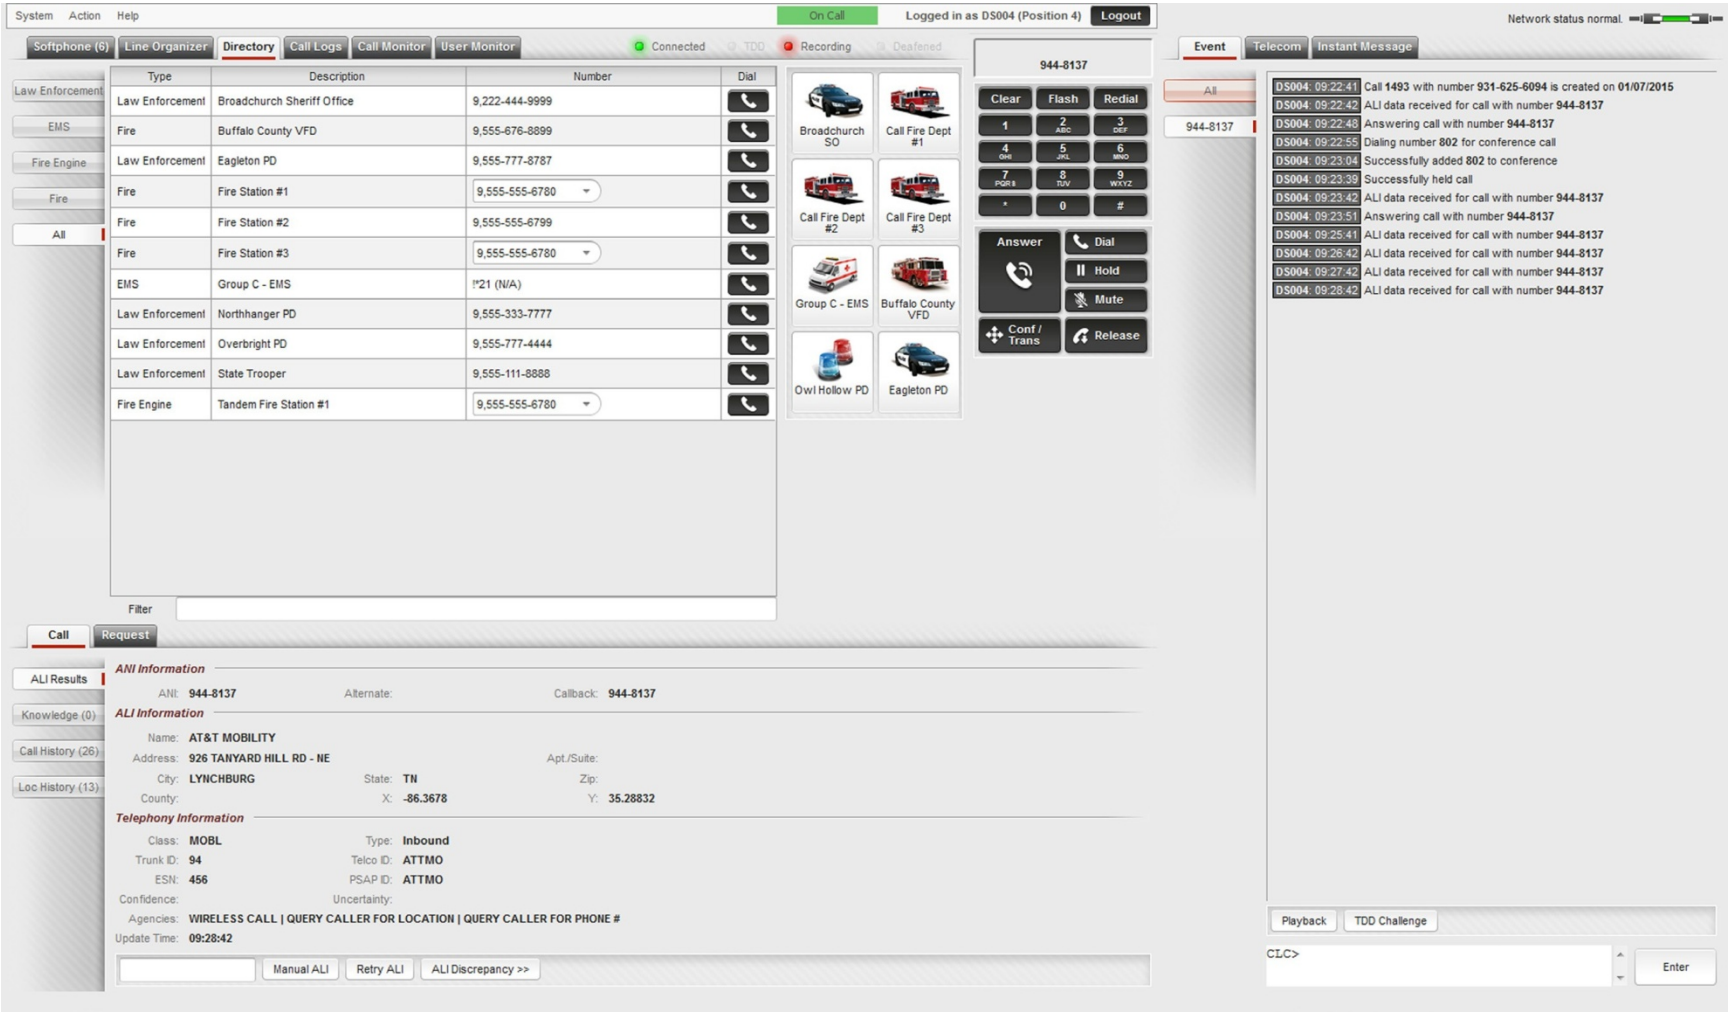

Figure 2-10: CallStation Directory
- **Directory** - The Directory contains all contacts and serves an important role in transferring and conferencing calls. The configuration of the Directory is managed from AdminiStation. Directory entries are organized by type (e.g., Law Enforcement, Fire, EMS, etc.). Each entry type is contained in a separate sub-tab. The entire Directory is included in the All Sub-tab. The Directory automatically opens whenever a user selects the Conference/Transfer option, allowing the user to quickly select the entry to which to transfer or add to the call. The Directory also features Directory Buttons. Similar to the Softphone Buttons, Directory Buttons serve as single-click speed dial/transfer buttons. Figure 2-10 displays the CallStation Directory.